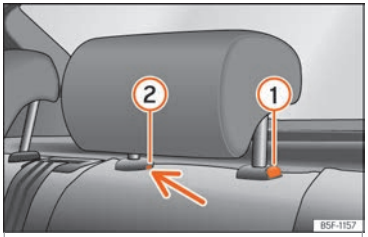

Abb. 115 Kopfstützen hinten: Ausbau.
- Drücken Sie die Taste ››› Abb. 115 ① und gleichzeitig mit einem Schlitzschraubendreher (Breite max. 5 mm) in die Öffnung der Verriegelung ② und ziehen Sie die Kopfstütze heraus.